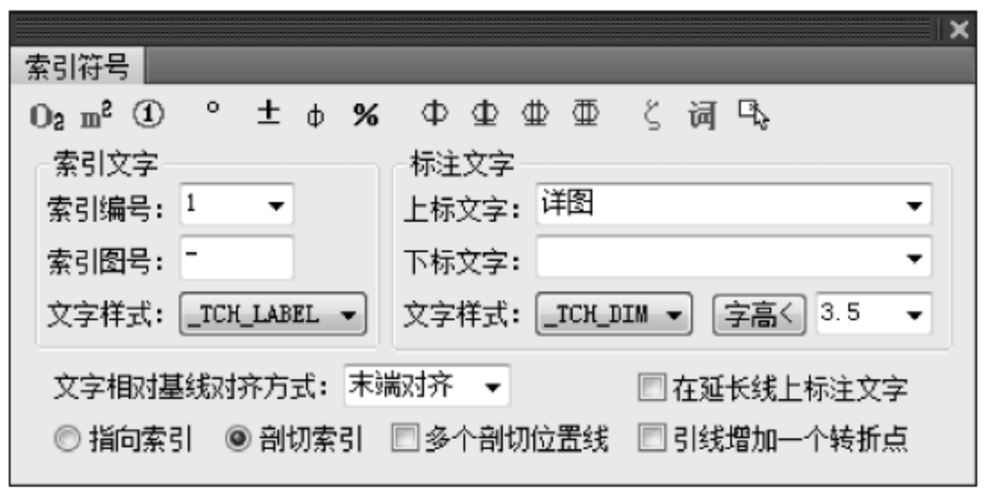

图 13-15 “剖切索引”参数
(2) 选择“剖切索引”，在对话框中选择适当的选项，选项填入内容如图 13-15 所示。